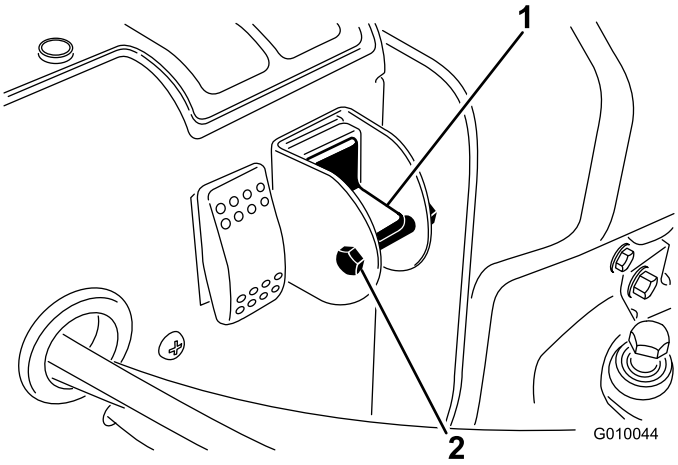

Figur 30
3. Fjern låsebolt og mutter fra velgerbryteren (Figur 30).